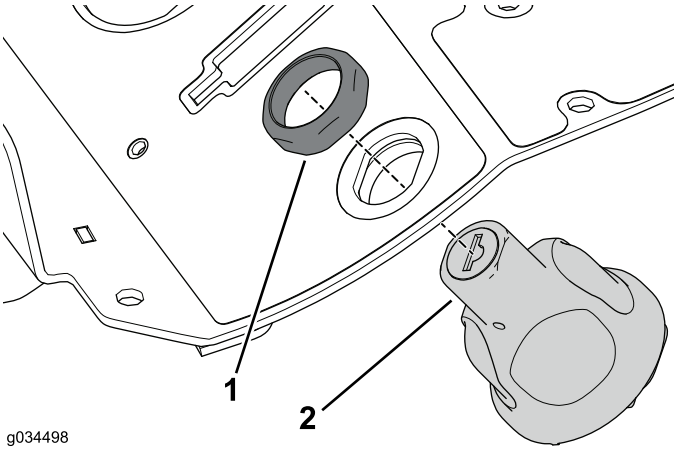

Figur 13
4. Lossa tändningslåsets fästmutter och avlägsna låset från konsolenheten (Figur 13).